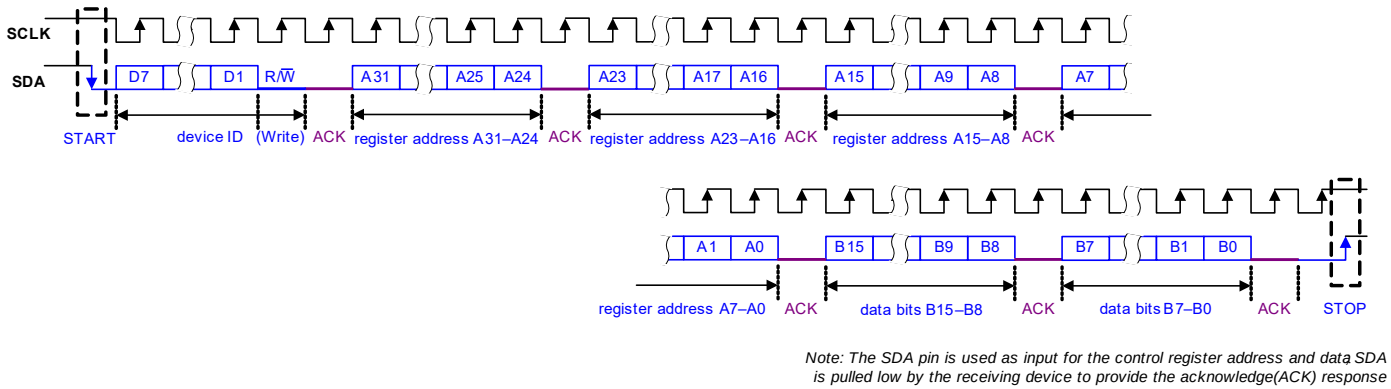
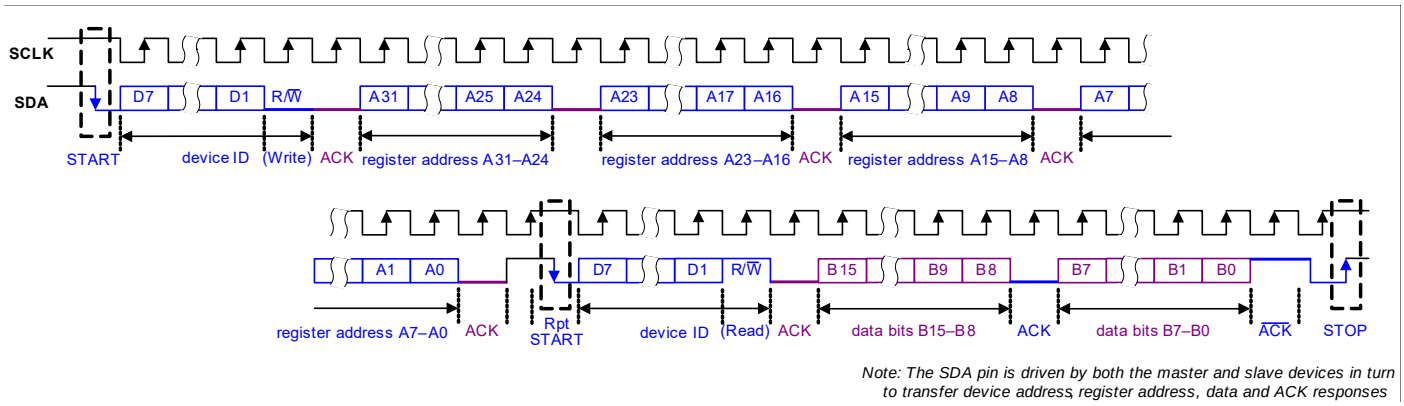

Figure 4-72. Control Interface I²C Register Write (16-Bit Data Words)
Figure 4-73. Control Interface I²C Register Read (16-Bit Data Words)
- Note that, in all cases, the complete I²C message protocol also includes a device ID, a read/write bit, and other signaling bits (see Fig. 4-72 and Fig. 4-73).
The I²C protocol for a single, 16-bit register write operation is shown in Fig. 4-72.
The I²C protocol for a single, 16-bit register read operation is shown in Fig. 4-73.